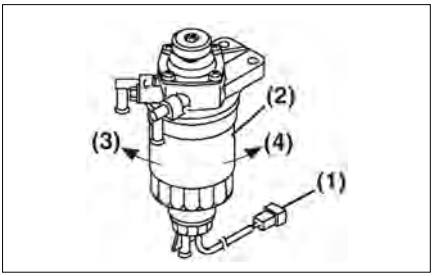

Figure 5-14
3. Disconnect the fuel filter sensor connector **(Figure 5-14, (1)).**
6. Remove the fuel filter **(Figure 5-14, (2))** by turning it to the left (Figure 5-14, (3)). Wipe up all spilled fuel.
17. Install the new fuel filter **(Figure 5-14, (2))** by turning it to the right **(Figure 5-14, (4))** until it contacts the mounting surface. Tighten one additional turn.
19. Reconnect the fuel filter sensor connector **(Figure 5-14, (1)).**